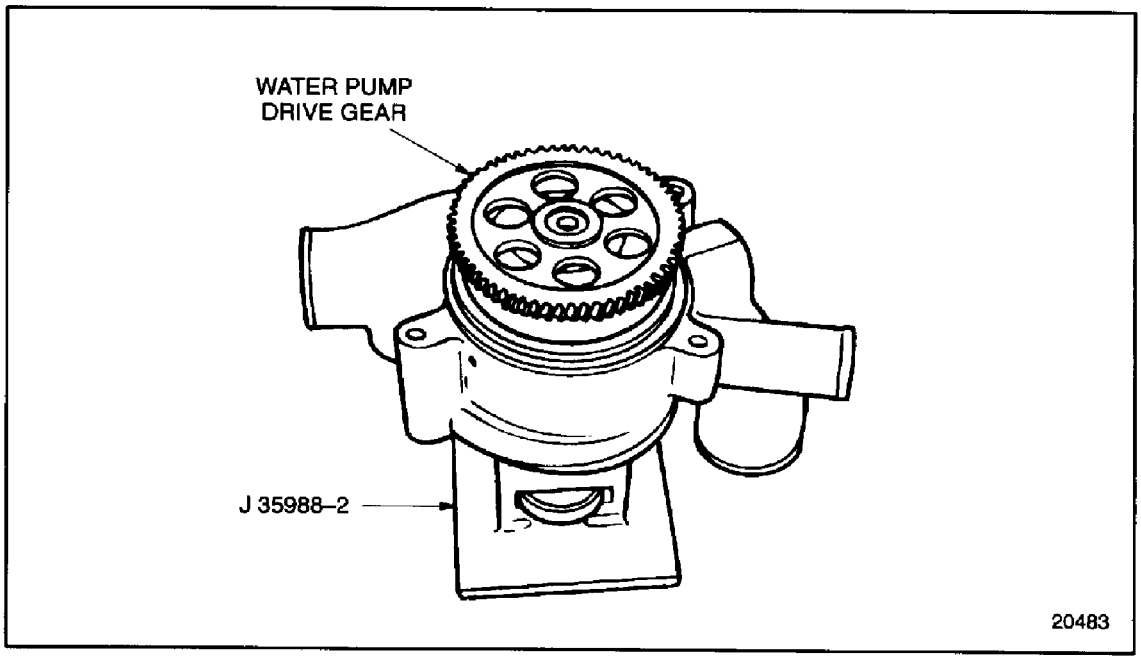

Figure 4-32 Water Pump Drive Gear Installation (GCM)
21. Turn the housing over and place it face (impeller side) down on the fixture J 35988-2, part of tool set J 35988-D. See Figure 4-32.